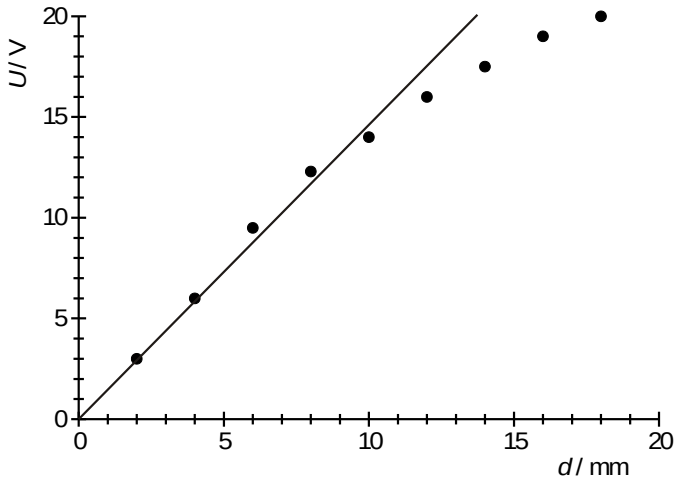

Fig. 3 Spannung *U* am Plattenkondensator in Abhängigkeit vom Plattenabstand *d*.
- Messwerte für die Spannung *U* am Plattenkondensator aus Tab. 1 gegen die eingestellten Plattenabstände *d* graphisch auftragen (Fig. 3).